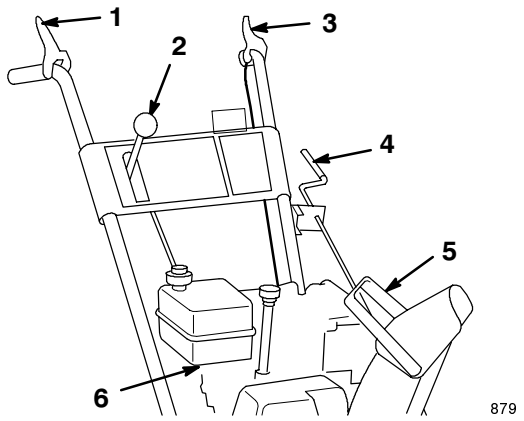

Figure 14
- **Auger/Impeller Drive Control Lever** (Fig. 14)—To engage both the auger and impeller, press the lever against the right handgrip. To disengage, release the lever.
- **Speed Selector** (Fig. 14)—This control has four positions: three forward speeds and one reverse. To change speeds, move the gear shift to the desired position. The lever locks in a notch at each speed selection.
- **Traction Control Lever** (Fig. 14)—To engage the traction (wheel drive), press the lever against the left handgrip. To stop traction, release the lever.
- **Discharge Chute Control** (Fig. 14)—Rotate the discharge chute control clockwise to move the discharge chute to the left; counterclockwise to move the chute to the right.
- **Chute Deflector Handle** (Fig. 14)—Move the deflector handle forward to move the snow stream down; move it rearward to move the snow stream up.
- **Fuel Shutoff Valve** (Fig. 14)—Close the valve by rotating it to the right to stop the fuel flow from the fuel tank. Open the valve by rotating it to the left. Close the valve when you do not use the snowthrower.
2. Make sure that the auger/impeller drive control lever and the traction control lever are in the *Disengaged* position (Fig. 14).
9. Move the speed selector (Fig. 14) to first gear, squeeze the traction control lever to the handgrip, and then release the traction control lever. If the snowthrower moves forward before engaging the traction drive control lever or after releasing the lever, see *Adjusting the Traction Drive* on page 18.
4. Release the traction control and the auger/impeller drive control levers (Fig. 14).